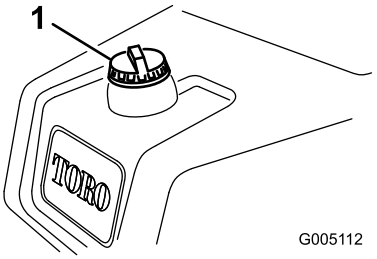

**Figure 29**
1. Nettoyez la surface autour du bouchon du réservoir et enlevez le bouchon (Figure 29).